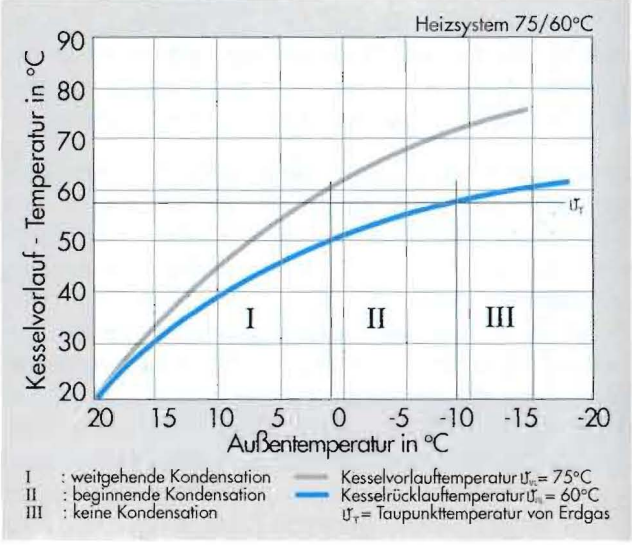

Bild 1: Einfluß der Heizsystemtemperatur bei Gas-Brennwertkesseln.
Aufgrund großzügiger Dimensionierung können vorhandene Heizungsanlagen in der Regel als Niedertemperaturheizungen betrieben werden und sind damit für die Brennwertnutzung geeignet (siehe Ziffer ③). Die Einstellung der maximalen Vorlauftemperatur am Heizkessel gibt Aufschluß über die Eignung des Systems. Ergänzend hierzu dienen Auskünfte des Kunden über die maximale Vorlauftemperatur. Weiteren Anhalt bietet das Bild 1, aus dem bei gegebener Außentemperatur und der abgelesenen Vorlauftemperatur die Maximalwerte von Vor- und Rücklauftemperatur abgeschätzt werden können.